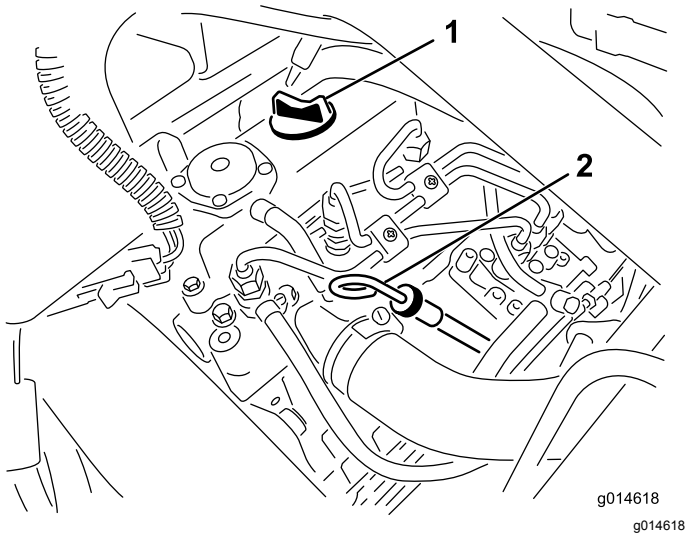

Figur 28
2. Ta ut oljestickan och torka av den med en ren trasa (Figur 28).